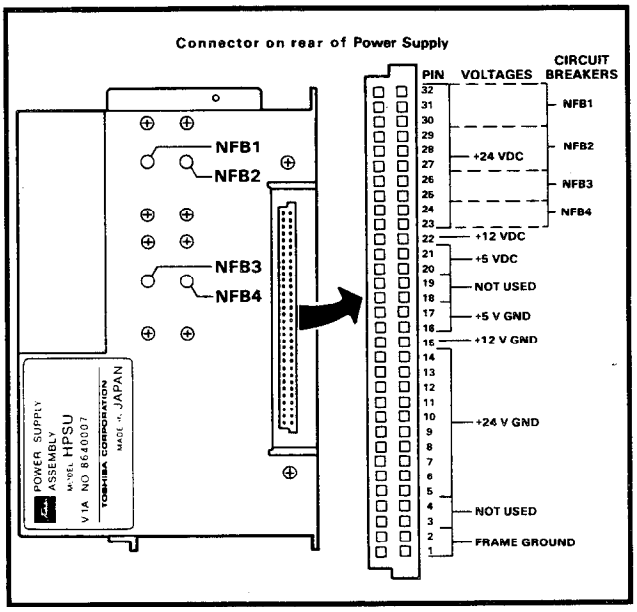

FIGURE 2—HPSU VOLTAGE CHECKS
06.01 If a power supply fault is suspected, the power supply (HPSU 8120/9120) should be removed from the HKSU. Figure 2 shows the locations of the voltage checks on the rear of the HPSU. Voltages should fall within the following ranges: